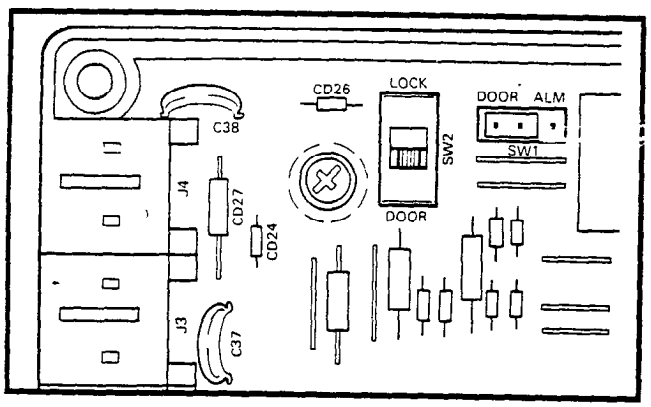

FIGURE 32—HDCB CONNECTION STRAPS
09.43 Option Switches: Remove the HDCB cover and locate (per Figure 32) **SW2** and **SW1** in the upper left corner (**SW1** controls output C; **SW2** controls output B).